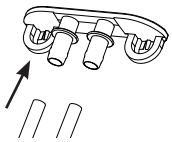

Figure 7
11. Retirez les bouchons et laissez l'eau s'évacuer complètement. Voir la figure 7.